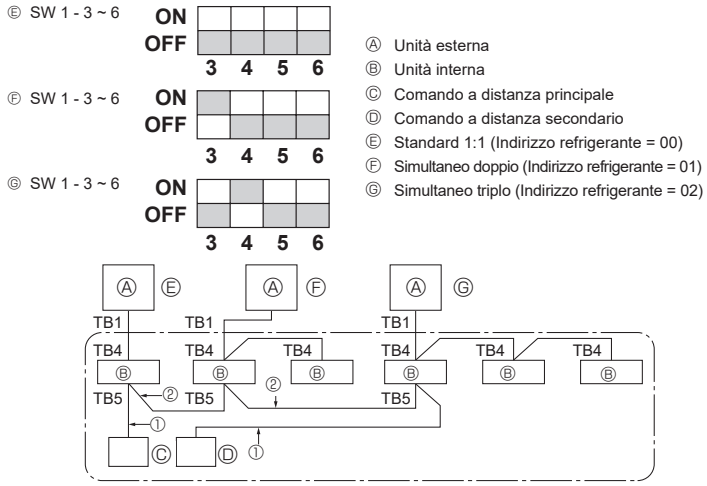

Fig. 9-1
9. Controllo del sistema (Fig. 9-1)